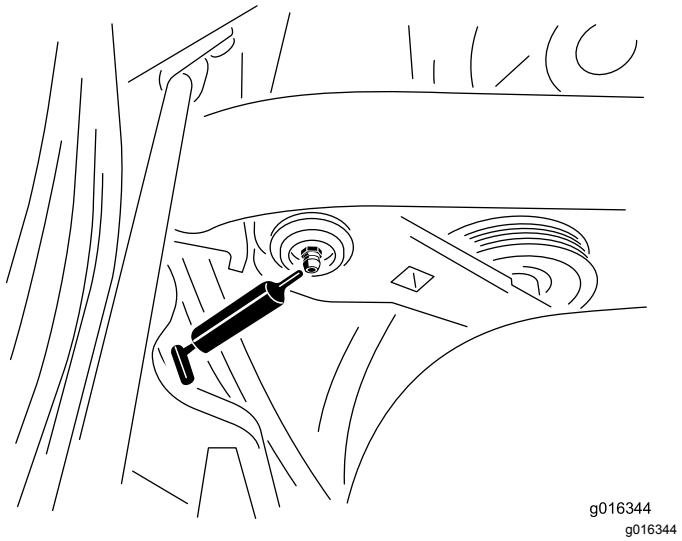

Figur 29
1. Tør smøreniplen ren, så der ikke føres fremmedlegemer ind i lejet eller bøsningen (Figur 29).